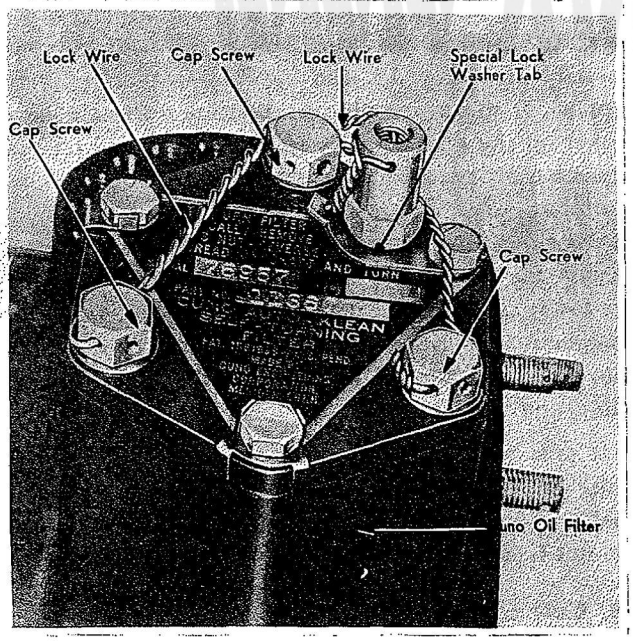

Figure 205—Method of Lockwiring Cuno Oil Filter
a. Install the filter on the supercharger rear housing mounting pad, using a new gasket between the filter and the housing. To prevent damaging the exposed filter cartridge, exercise care not to strike the cartridge against the sides of the filter hole. If the filter does not enter its location readily, do not attempt to force it into place. Check to determine the cause of the tight fit before attempting to install the filter again. When the installation has been correctly made, install, tighten, and lockwire the three nuts. Lockwire the manual turning nut to the tab on the special lock washer beneath it. Refer to Figure 205.